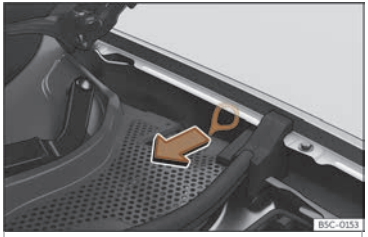

Fig. 201 Entre l'aleta esquerra i la frontissa del capó del motor:Tirador per al desbloqueig manual d'emergència del connector de càrrega.
El tirador per al desbloqueig manual d'emergència es troba a la banda esquerra del compartiment del motor, a sobre de la presa de càrrega››› **fig. 201**.
- Estireu la maneta››› **fig. 201**.